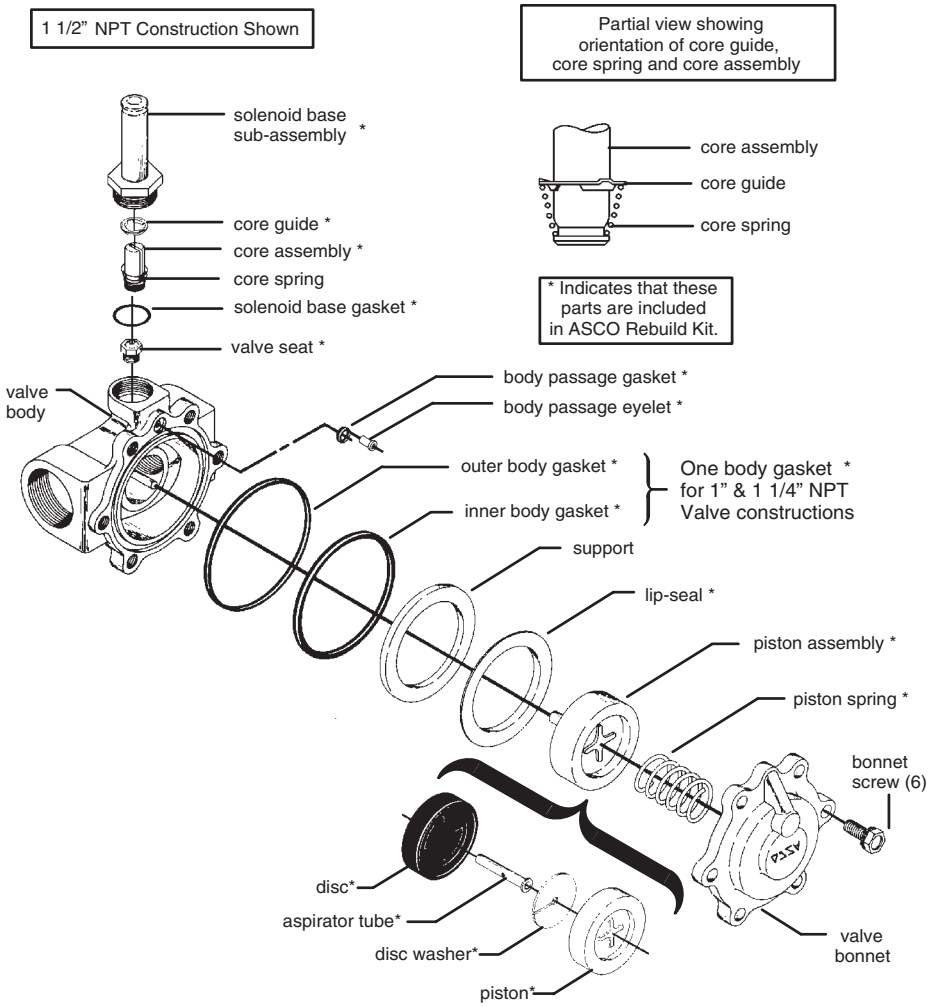

Figure 12
4. Remove bonnet screws and valve bonnet from the valve body. Then remove the following parts: piston spring, support, lip seal, piston assembly, body passage eyelet or body passage tube, body passage gasket, inner and outer body gaskets or large body gasket. (See Fig. 12).
11. Reassemble piston assembly following the views provided as per Fig. 12.
3. Remove the scrap screens amd pump intake strainer. (See Fig 12 for element location in tank).